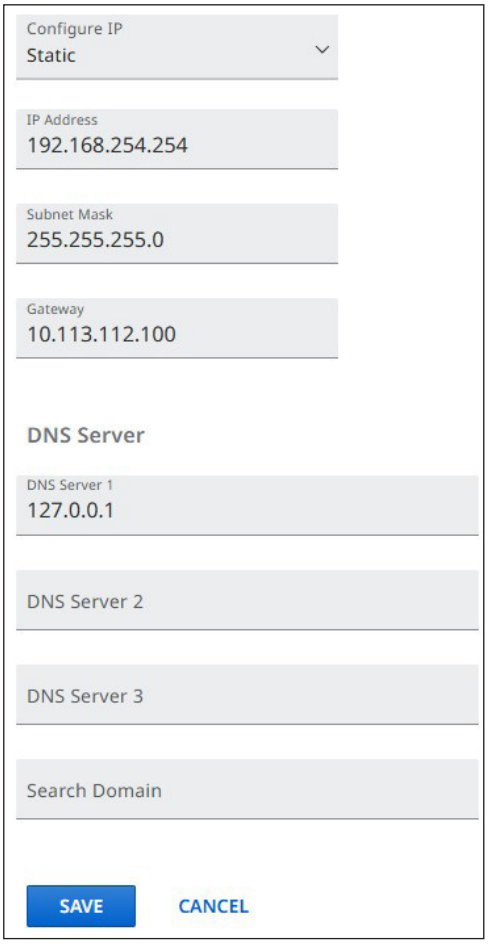

Figure 31. Network Panel
1. Click **EDIT** in the Network panel. The editable fields are displayed (see figure 31 at right).